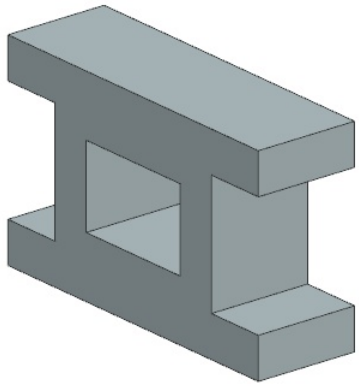

Figure 2-66 *Extruded model for Tutorial 1*
7. Press the Ctrl+B keys; the **Class Selection** dialog box is displayed. Select the sketch of the extruded feature to hide it. Next, choose the **OK** button from the dialog box. Figure 2-66 shows the extruded feature after hiding its sketch.